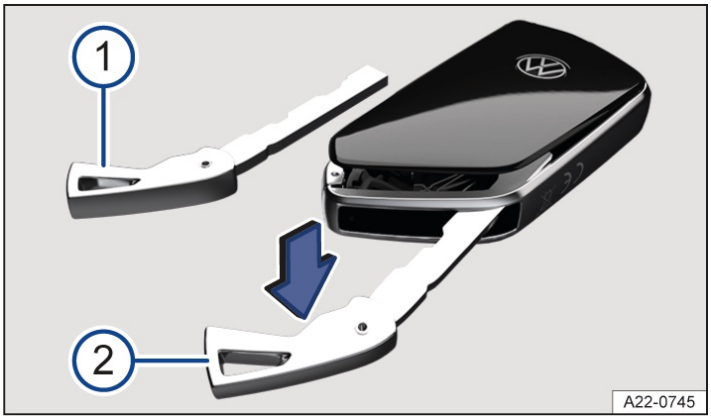

Fig. 1 Remote control vehicle key: opening the battery compartment cover.
1. Remove the emergency key → *fig. 1* (1) *(→ Vehicle key)*.
2. Insert the emergency key in the slot, push it in the direction of the arrow and lever out the cover→ *fig. 1* (2).